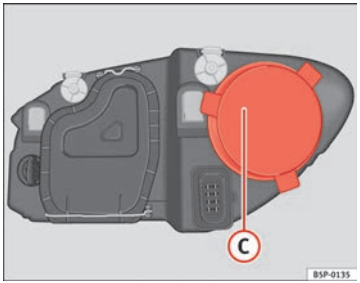

Fig. 192 Main beam headlights
– Remove the cover ⇒ Fig. 192 (C) by pulling on this.